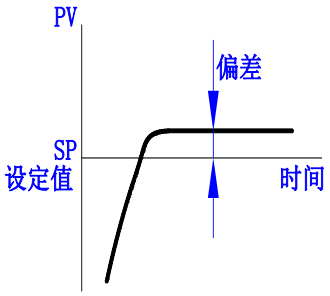

图3.15 偏差难以消除
3) 偏差难以消除，如图 3.15 所示。 方法：系统存在偏差，增大 Ki 值。